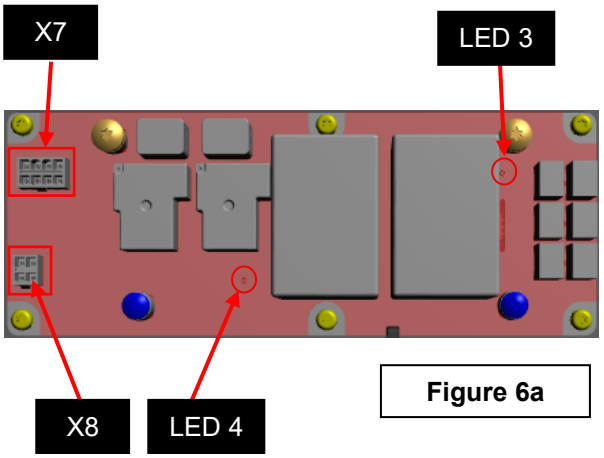

Figure 6a
6. Follow the below tables tests (see **Figure 6a** for connector location):